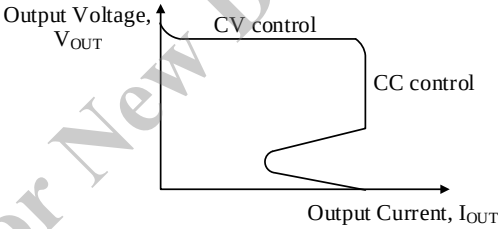

Figure 10-9. CV/CC Characteristic
10.5. Constant Current (CC) Operation
When the output current increases, the drain current of the power MOSFET is limited to the value set by the current detection resistor, R_{CS}. When the limited state continues for the continues for the OLP Delay Time, $t_{OLP(ON)}$ = 93.1 ms, or more, the IC switches to the constant current (CC) control from the constant voltage (CV) control. Figure 10-9 shows the CV/CC Characteristics.